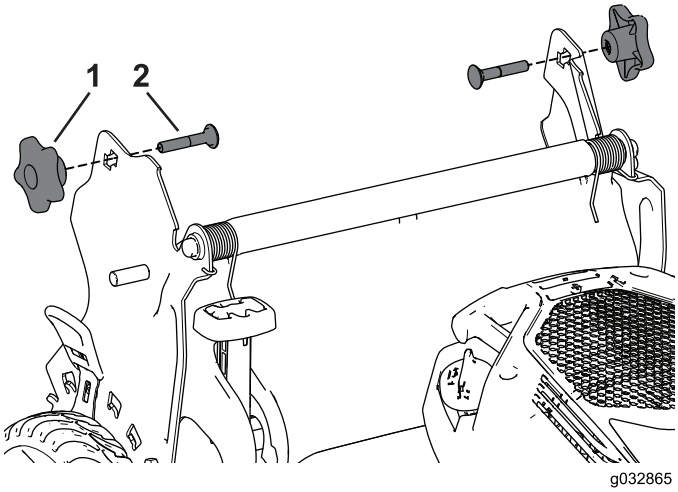

Figura 3
1. Retire e guarde os 2 manípulos e os 2 parafusos de carroçaria dos suportes do manípulo (Figura 3).